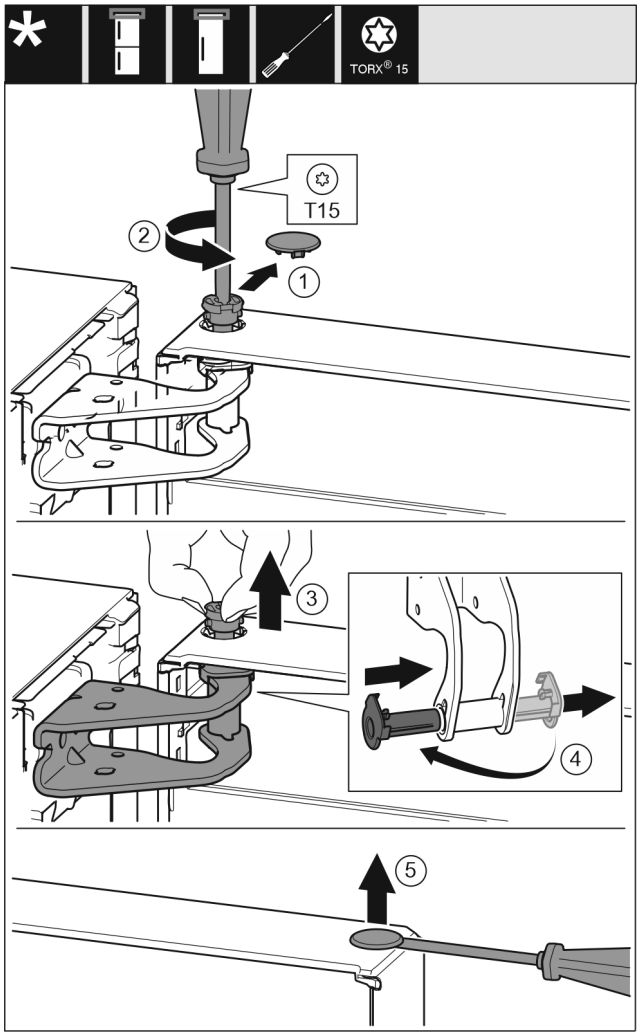

Fig. 11
- ▶ Sicherungsabdeckung vorsichtig abziehen. *Fig. 11 (1)*
- ▶ Bolzen mit Schraubendreher T15 ein Stück herausdrehen. *Fig. 11 (2)*
- ▶ Tür festhalten und Bolzen mit den Fingern herausziehen. *Fig. 11 (3)*
- ▶ Lagerbuchse aus Führung ziehen. Von der anderen Seite einsetzen und einrasten. *Fig. 11 (4)*
- ▶ Stopfen aus der Türlagerbuchse vorsichtig mit einem Schlitzschraubendreher anheben und herausziehen. *Fig. 11 (5)*